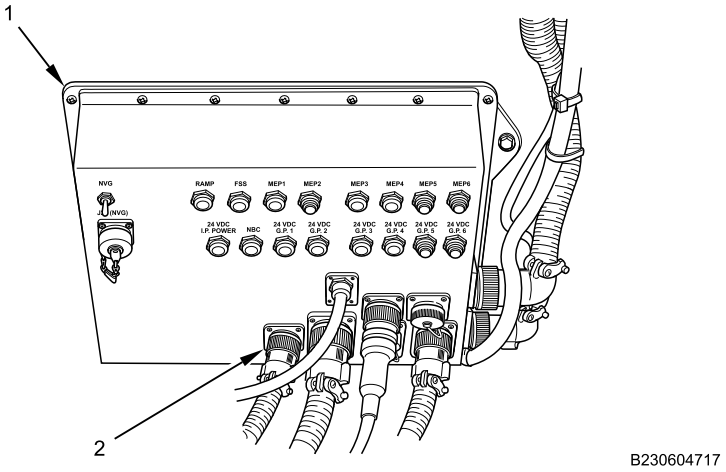

Figure 2. 24V GFE Wiring Harness Connector.
5. Disconnect 24V GFE wiring harness connector (Figure 2, Item 2) from PDM (Figure 2, Item 1).